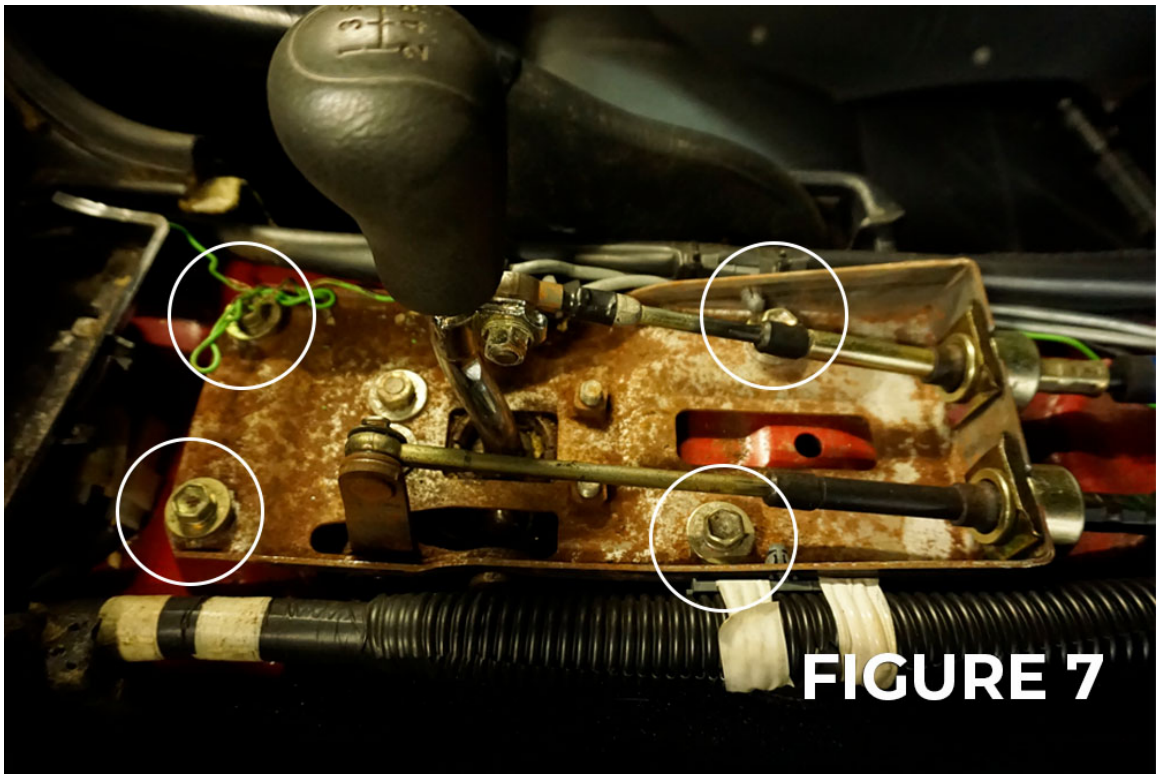

FIGURE 7
6. Remove plastic retaining clips from shifter box. Remove the (4) bolts that are securing the shifter box and set aside for re-assembly. (Fig 7)